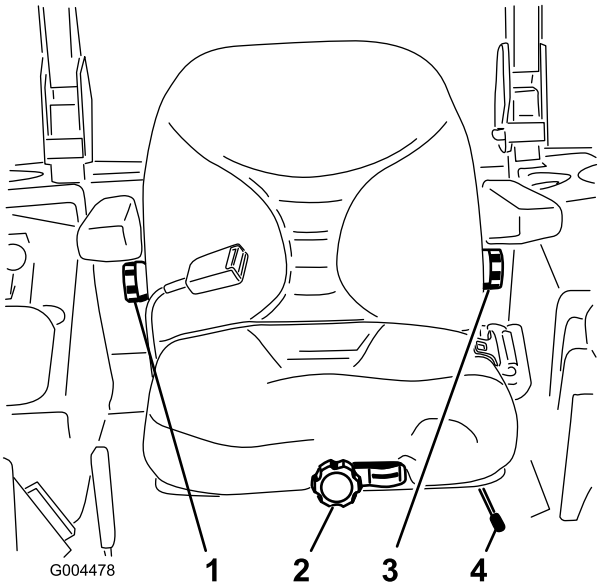

Figur 31
1. Sædet kan justeres ved at flytte håndtaget til siden for at låse sædet op (Figur 31).
Drej knappen foran på sædet i den ene eller den anden retning, mens du ikke sidder i førersædet, for at opnå den mest behagelige position (Figur 31).
Drej knappen under det højre armlæn til højre eller venstre for at opnå den mest behagelige position (Figur 31).
Drej knappen under det venstre armlæn til højre eller venstre for at opnå den mest behagelige position (Figur 31).